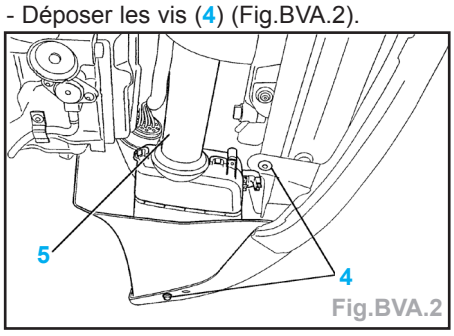

Fig.BVA.2
- Déposer les vis (4) (Fig.BVA.2).